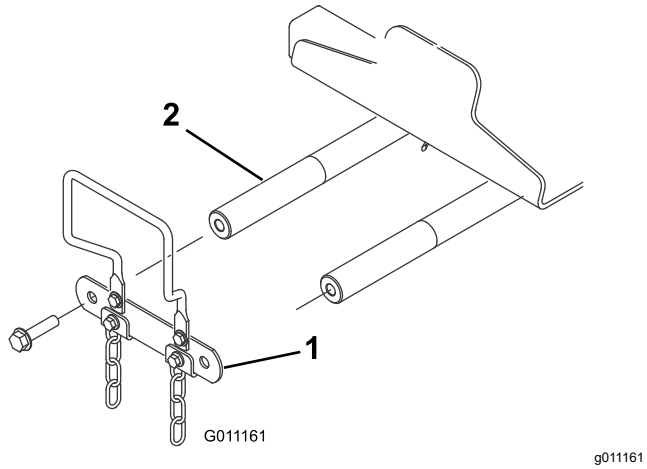

Figur 10
4. Foran på maskinen skal du fjerne de 2 flangehovedmaskinskruer (½" x 2"), der fastgør drejeakselleddet til løftearmens drejeaksler, og fjerne leddet (Figur 10).